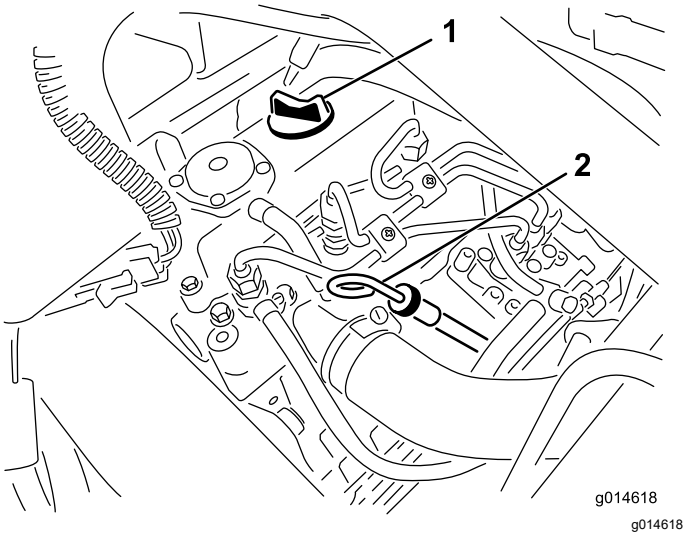

**Figura 31**
2. Togliete l'asta di livello ed asciugatela con un panno pulito (Figura 31).